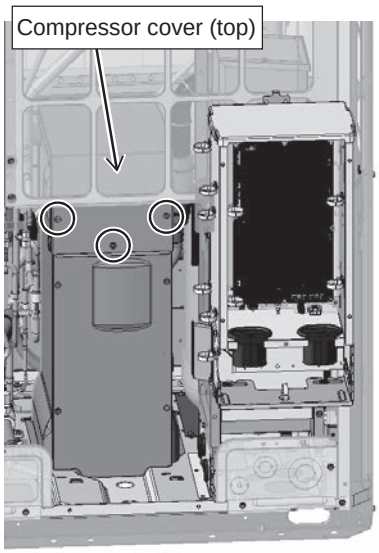

Figure 3
(5) Hook the main control box on the fin guard, and then remove the top compressor cover. (3 screws as shown in Figure 3.)